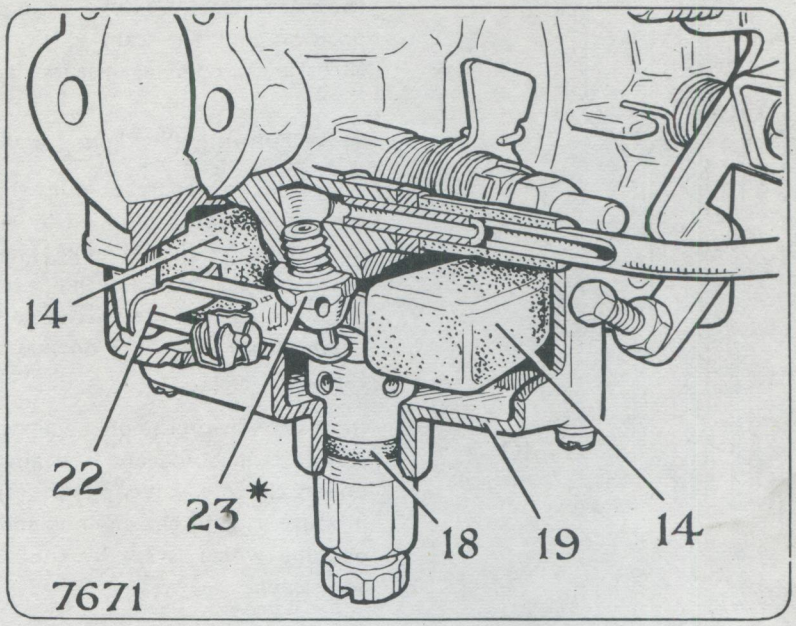

Fig. 3. *Float chamber, internal view*
* *Item 23 is shown in Fig. 3*
23. FLOAT NEEDLE AND SEATING (SEE FIG. 3)
32. GUIDE SPINDLE OF AIR VALVE (5)